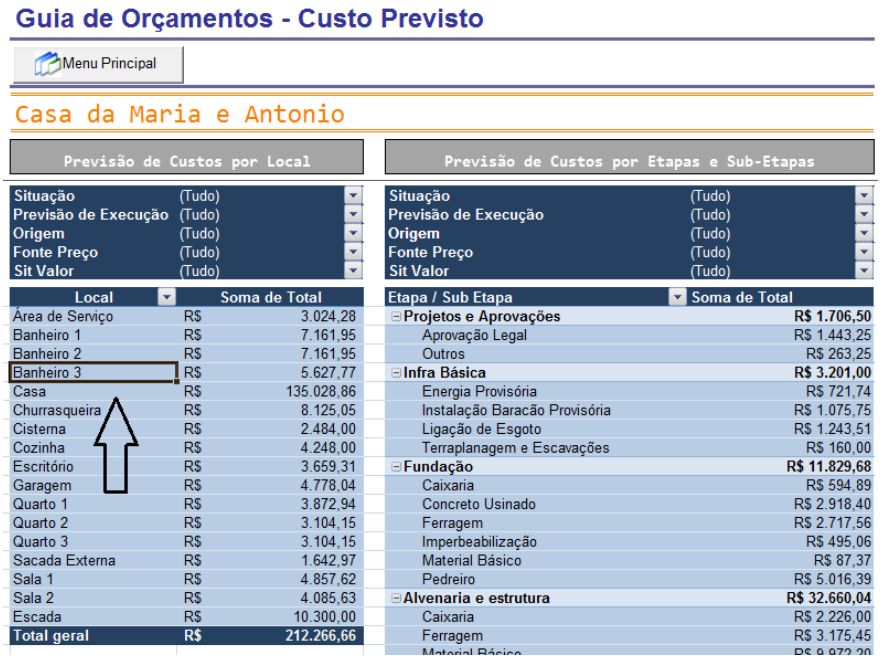

Figura 23 - Previsão de Custos por Locais
5. Será mostrada um formulário para edição deste custo previsto conforme a Figura 23
Para Incluir um custo previsto, escolha a etapa e pressione no botão adicionar (símbolo de +) no topo da tela, preencha os campos conforme sua necessidade e pressione "Salvar e Fechar". Conforme figura 23